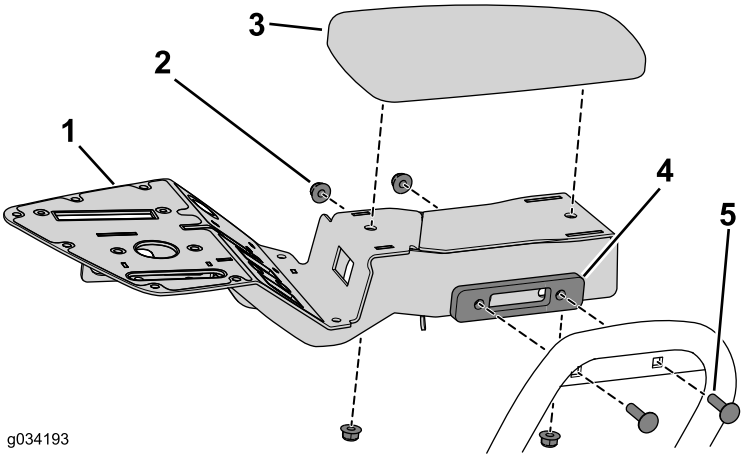

Figur 16
2. Använd de två vagnsskruvarna och flänsmuttrarna som du tog bort tidigare för att sätta fast konsolens fäste (Figur 16).
3. Använd de två flänsmuttrarna som du tog bort tidigare för att fästa armstödet vid konsolenheten (Figur 16).